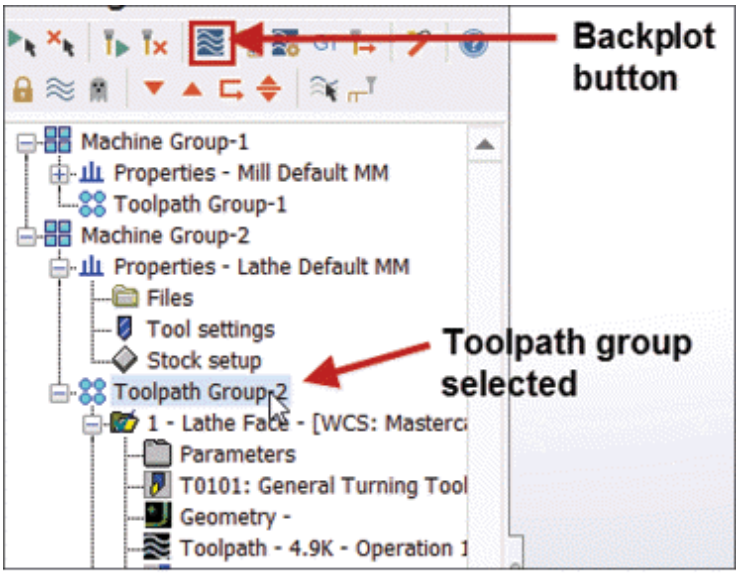
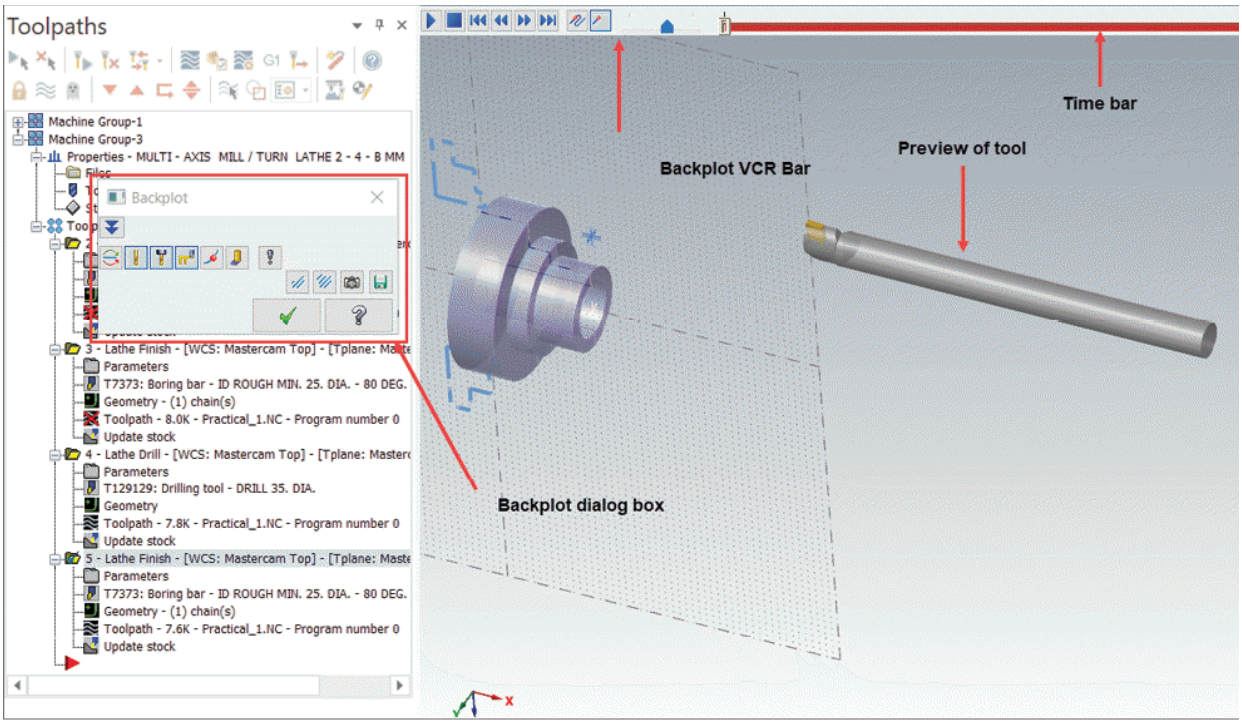

Figure-25. Backplotting toolpath group
Figure-26. Backplot PropertyManager with Backplot VCR bar
- Select the toolpath group or toolpath which you want to check and click on the **Backplot selected operations** button from the **Toolpaths Manager**; refer to Figure-25. The **Backplot** dialog box will be displayed with the preview of tool and **Backplot VCR** bar; refer to Figure-26.